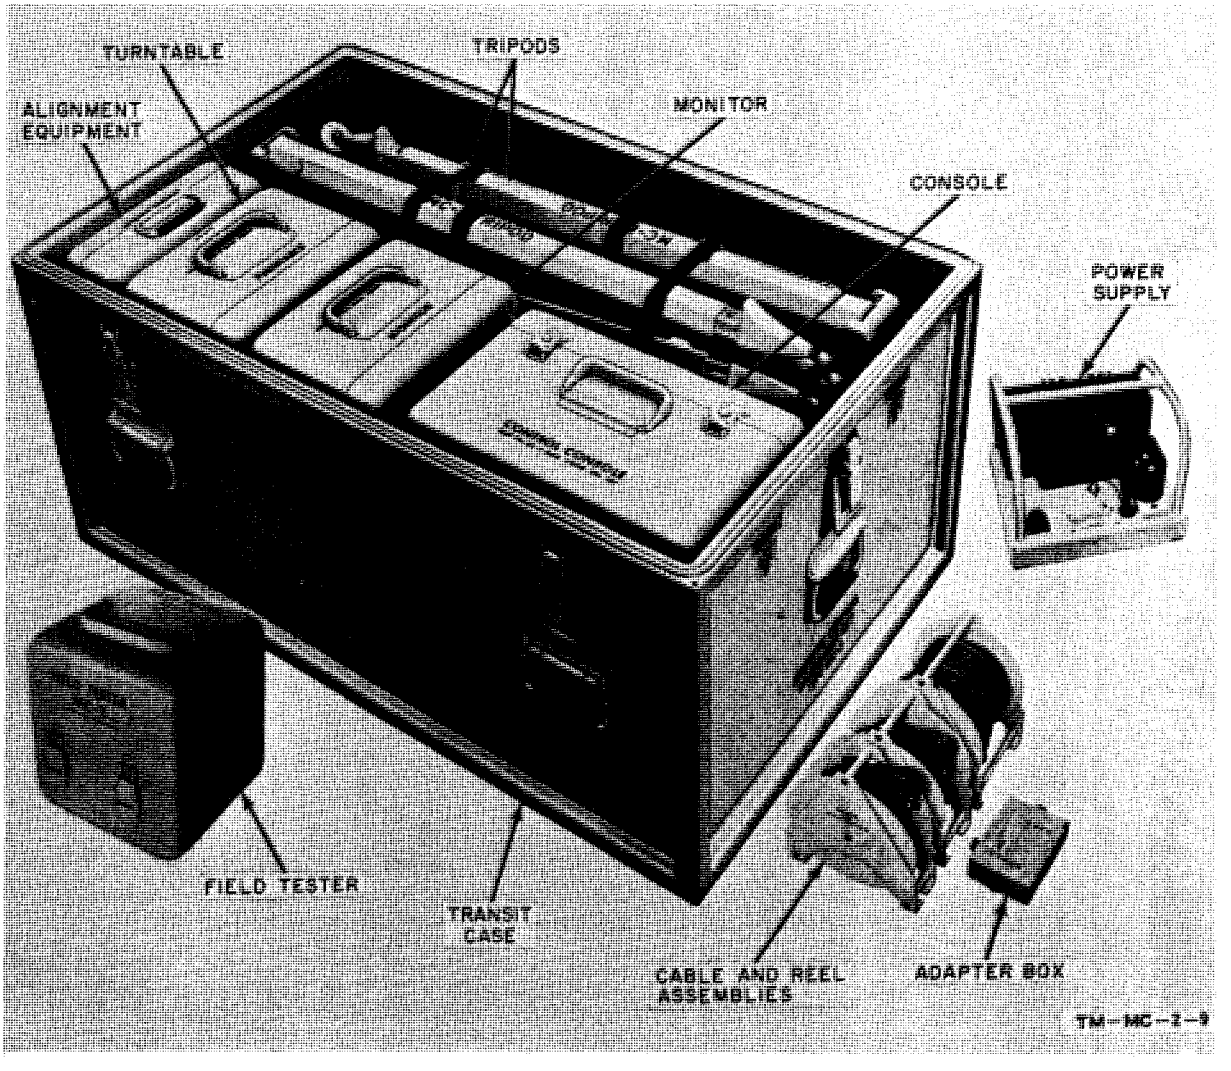

Figure 3-1. Compass Calibrator Transit Case and Components
b. Unstrap Tripods (figure 3-1) resting on cable reel partitions and lift out. Unbuckle Tripod strap, grasp Tripod mount, and place Tripod on ground. Swing out legs and lock cross braces into place. Release leg adjusting screws, lift up on Tripod mount to extend legs to desired length, and tighten leg adjusting screws. Follow these instructions for setting up both Tripods. On hard surfaces, use Tripod foot pads to prevent slippage. On soft surfaces, use steel tips stored on bottom section of Tripod legs.
c. Remove Monitor and case (figure 3-1) and place nearby. Open case door and remove Monitor from case by pulling out slideboard (Monitor, Part No. 2587133) or by lifting from fitted foam cushion (Monitor, Part No. 2588224). When removing or replacing Monitor or Turntable from slideboard, it is best to loosen upper clamp and grasp upper portion while rotating lower portion.
e. Lift Alignment Equipment case (figure 3-1) from transit case and place it nearby. To open cover, lift up on two latches and pull lock away from case. Open case, remove plumb bob connector adapter from Alignment Equipment case and place it over connector located on underside of Monitor mounting base. Turn plumb bob connector adapter clockwise to lock into place. Remove plumb bob from Alignment Equipment case and unwind string. Attach plumb bob to plumb bob connector adapter by forming a loop with plumb bob string slide lock and hooking over chain extending down from plumb bob connector adapter. String slide lock can be adjusted so that desired length of string can be obtained.
i. Remove Console (figure 3-1) from transit case and place on a convenient stand such as Monitor or Turntable case. Neutralize air pressure in Console by turning air pressure release valve. Remove Console lid by turning four locks to open position. Open cover and slide it off hinges. Set cover aside.
3-12. Transit case shown in figure 3-1 is designed to contain all components of Compass Calibrator for shipment. Exterior material and partitions are of an aluminum modular construction finished in aviation yellow enamel.